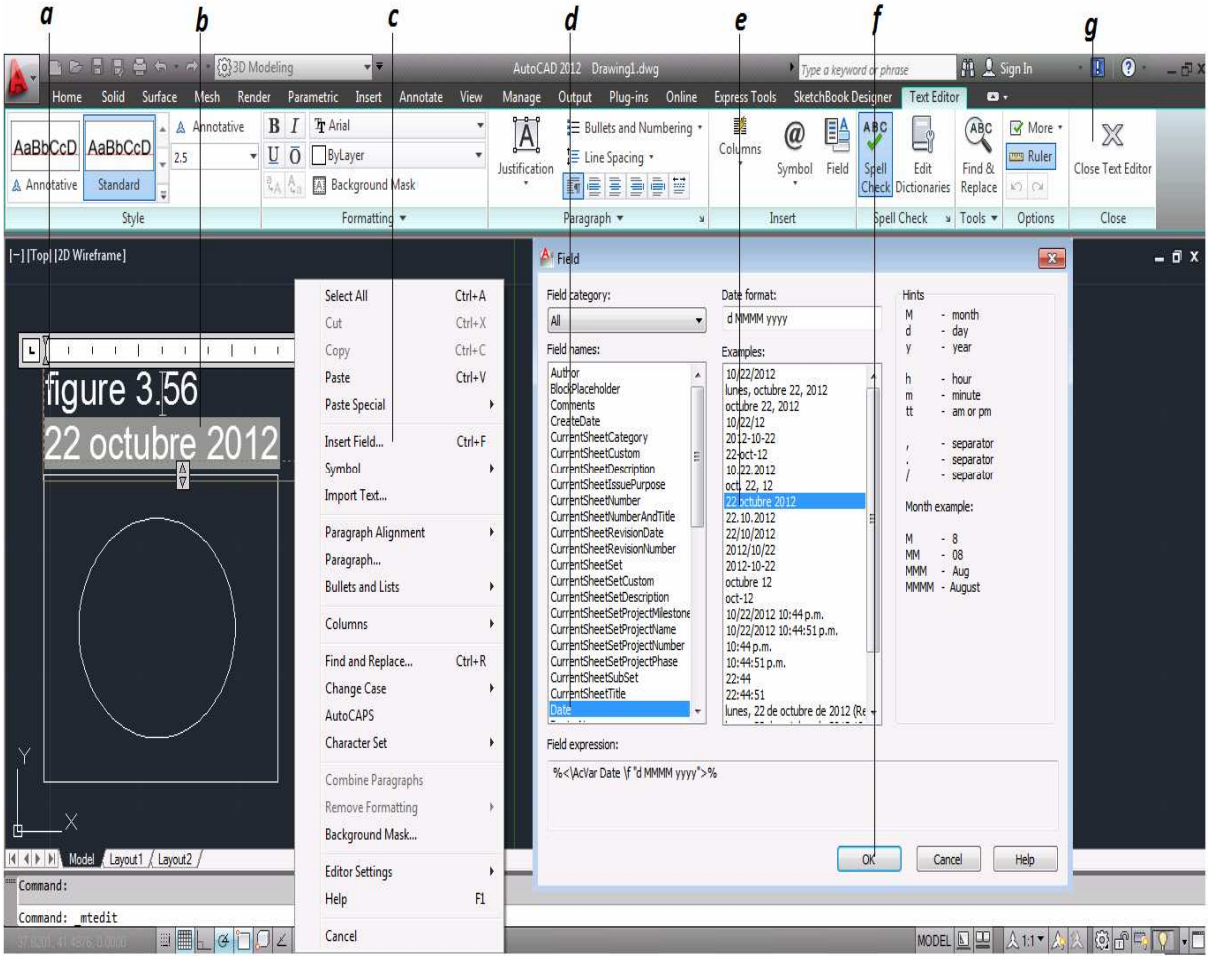

Figura 3.59 Texto "Insertar un Campo de Fecha de Creacion del Dibujo"
a. Se da doble clic sobre el texto Multilinea *(figura 3.59).*
b. Con el puntero se selecciona donde se quiere el campo *(figura 3.59).*
c. Clic derecho para desplegar el menú emergente del texto *(figura 3.59).*
d. En Campo de Nombre se selecciona Crear Fecha [Create date] *(figura 3.59).*
e. En Ejemplos se slecciona el tipo de fecha que se desee *(figura 3.59).*
f. Se da clic en el botón OK para cerrar el cuadro de dialogo *(figura 3.59).*
g. Clic en el botón Cerrar el Editor de Texto para terminar el comando *(figura 3.59).*